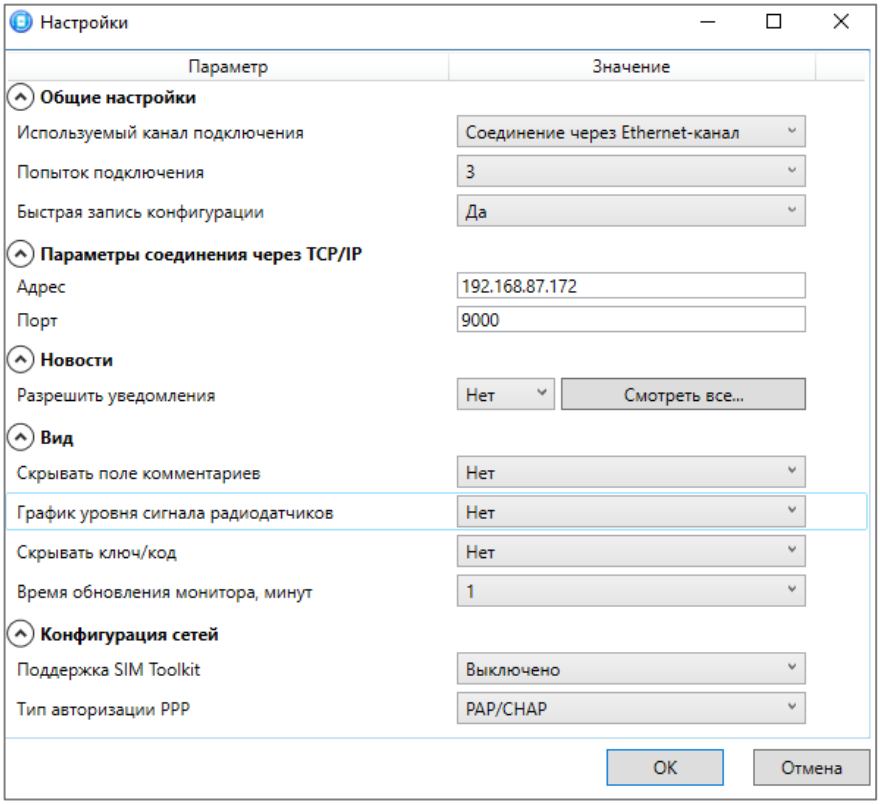

Рисунок 4.12 — Окно *Настройки*
2) В раскрывающемся списке *Используемый канал подключения* вариант *Соединение через Ethernet-канал* и укажите количество попыток подключения (см. рисунок 4.12).